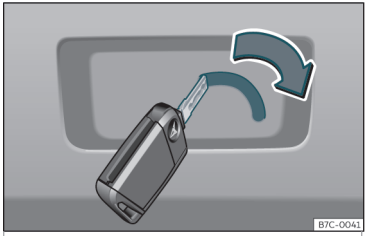

Fig. 82 Detalle del maletero: desbloqueo de emergencia.
- Introduzca el espadín de la llave en la ranura y desplace la llave en el sentido de la flecha hasta que la cerradura se desbloquee >>> **fig. 82**.